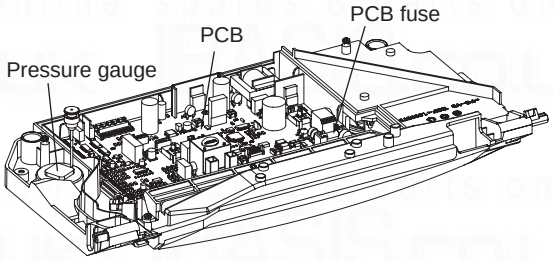

Fig. 7.1
7.7 FUSE - Fig. 7.1
7.8 PCB - Fig. 7.1
7.14 PRESSURE GAUGE - Fig. 7.1